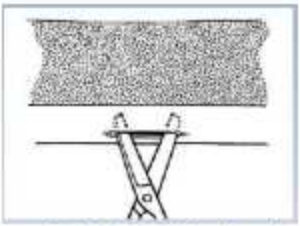

Figura 2: Incisión en la fascia subyacente.
• La fascia subyacente también requiere una disección amplia para garantizar que no se tense alrededor de los tornillos, ya que esto causaría molestias al paciente y limitaría la función muscular (Figura 2)